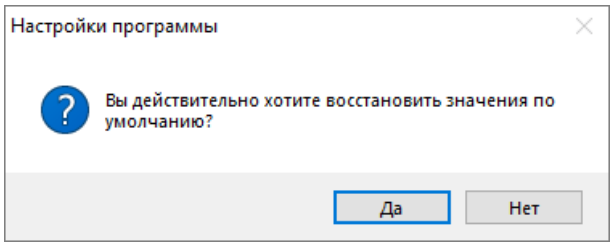

Рисунок 12-104 Окно подтверждения возврата в настройкам по умолчанию
– ***Настройки по умолчанию*** – нажмите эту кнопку, если необходимо восстановить предустановленные настройки. В открывшемся диалоговом окне подтверждения возврата к настройкам по умолчанию (см. Рисунок 12-104) нажмите кнопку «Да», чтобы подтвердить возврат к настройкам по умолчанию (либо нажмите кнопку «Нет», чтобы отказаться от возврата к настройкам по умолчанию);